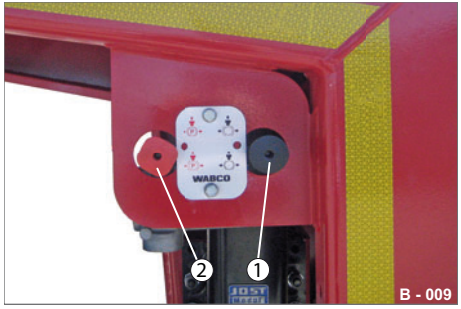

Abb. 14 Bedienkonsole: Bremsen
▶ Ziehen Sie die Federspeicher-Feststellbremse (Abb. 14/2).